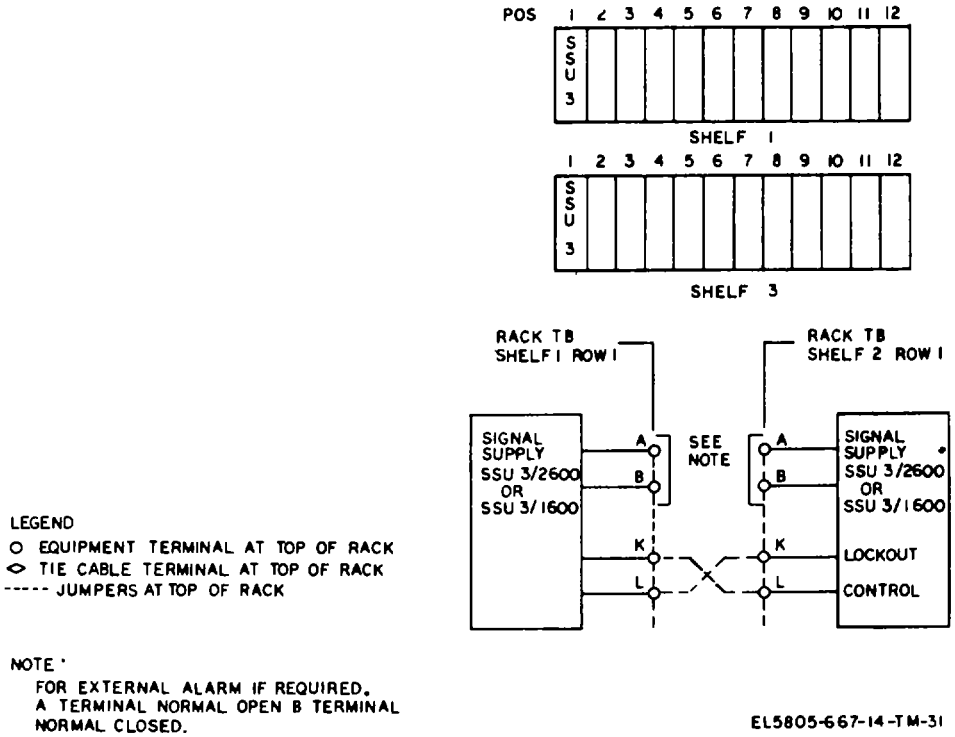
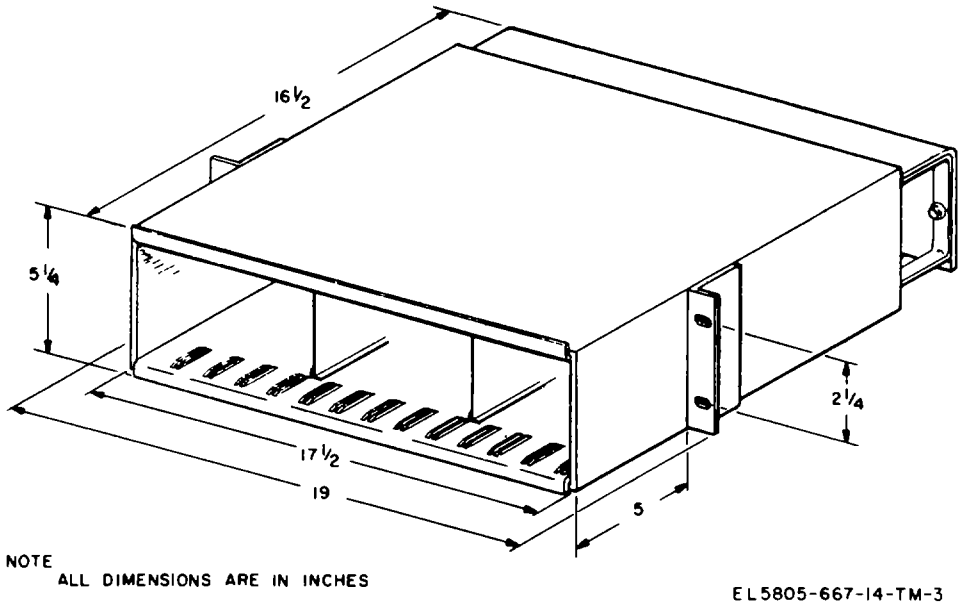
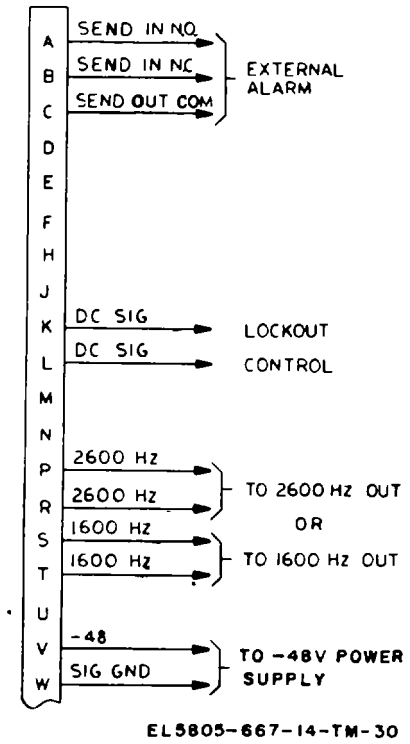
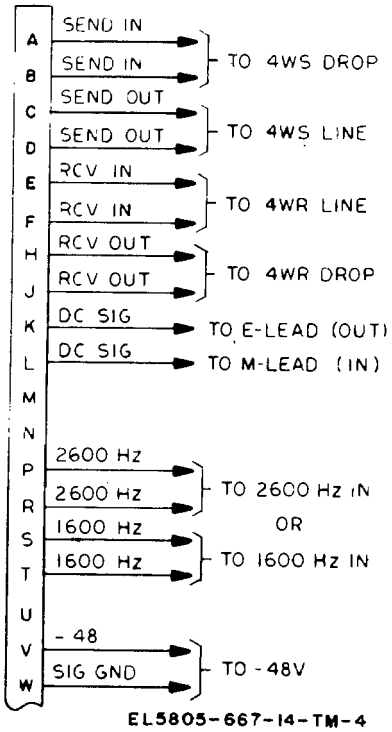

Figure 2-1. SSU typical system application.
Figure 2-2. Universal shelf, mounting dimensions.
Figure 2-3. Signaling supply unit, external wiring connections.
Figure 2-4. Signaling unit, external wiring connections.
The signaling equipment is used to convert to/from telephone signals to/from amplitude modulated tone in a voice-frequency (vf) communications circuit. The signaling equipment is installed m any one of 12 module locations (22-pin receptacles) in the universal shelf. Typical systems application of the SSU is illustrated in figure 2-1, typical systems application of the SFSU is illustrated in figure FO-2. The universal shelf mounting dimensions are shown in figure 2-2. Allow at least a 30-inch clearance of each signaling equipment. A similar clearance of 24 inches should be allowed at the rear of the universal shelf for ease of wiring connections and maintenance. If the universal shelf is to be mounted in Universal Rack 90409001-000, refer to TM 11-5805-666-14 & P for additional systems planning information. Input/output signal characteristics, power requirements and environmental conditions are listed in paragraph 1-8.
b. Align mounting bracket slots (fig. 2-2) with rack or cabinet mounting holes, and secure universal shelf with mounting hardware.
c. Connect wires from universal shelf rear connector directly to a terminal block at the top of the rack or cabinet and then to the distribution frame. Perform the associated jumper connections at the terminal boards for the associated system modules and main distribution frame connections, as required. Figures 2-1 and FO-2 show typical signal wiring jumper connections. Figure 2-3 shows external wiring connections for a universal shelf connector that will receive a signaling supply unit. Figure 2-4 shows external wiring connections for a universal shelf connector that will receive a signaling unit.